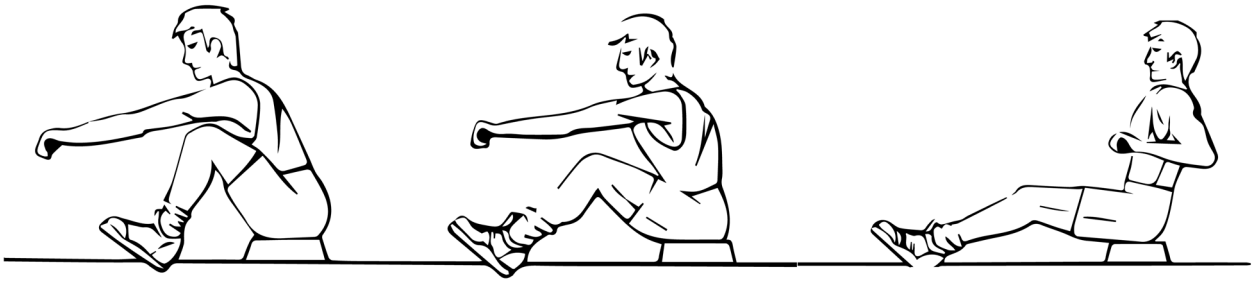

Fig. 1 Fig. 2 Fig. 3
2. Assumere la posizione di partenza e piegarsi in avanti con le braccia distese e le ginocchia piegate (Fig. 1).